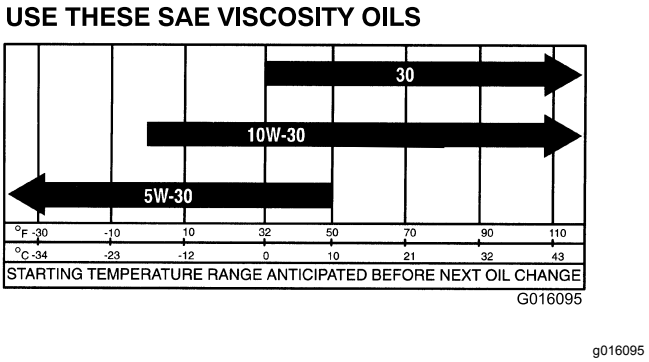

**Figuur 45**
**Viscositeit motorolie:** 10W-30; kies een motorolie met een viscositeit die overeenstemt met de omgevingstemperatuur in de tabel in Figuur 45.